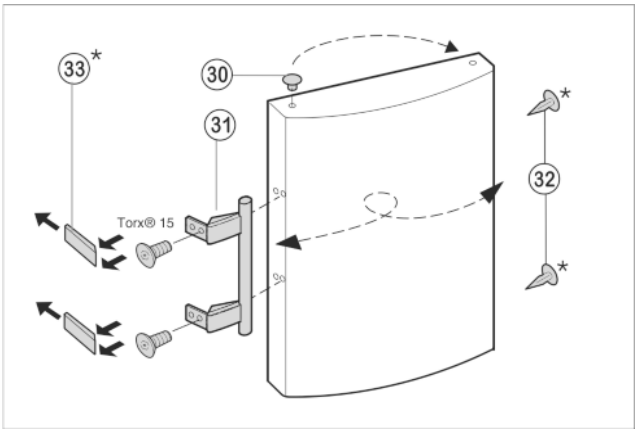

Fig. 10
- ▶ Stopfen *Fig. 10 (30)* aus der Türlagerbuchse herausheben und umsetzen.
- ▶ Türgriff *Fig. 10 (31)*, Stopfen *Fig. 10 (32)* und Druckplatten *Fig. 10 (33)* abmontieren und auf die Gegenseite umsetzen.